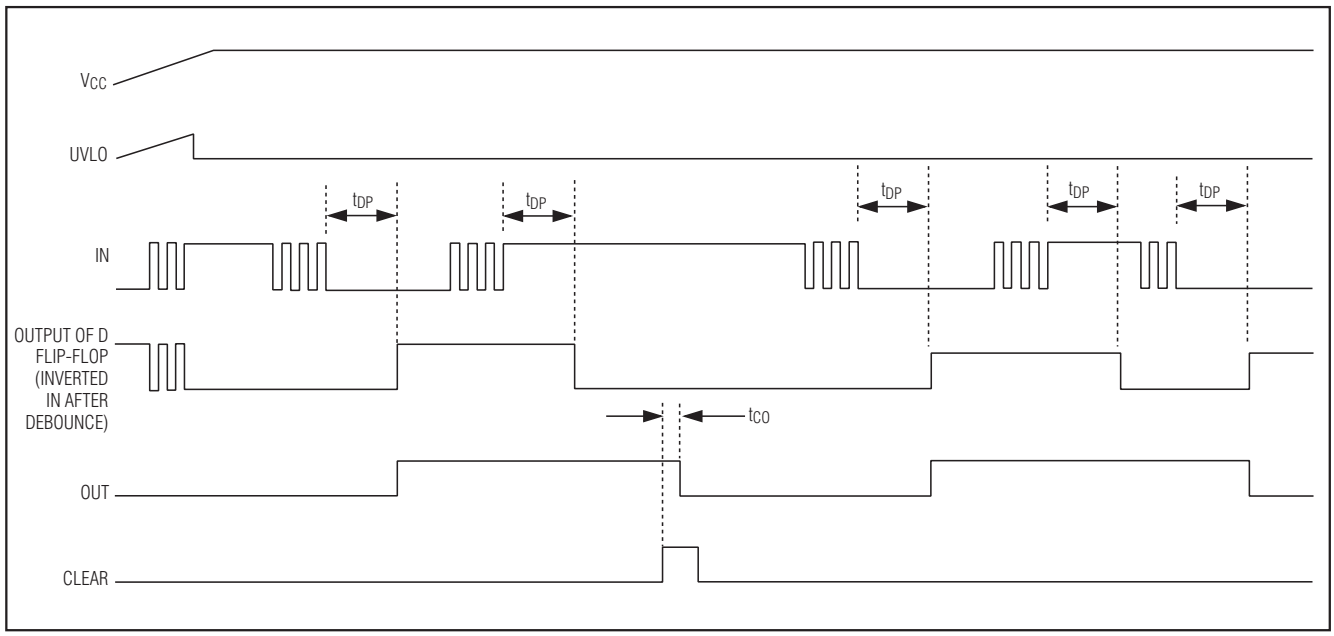

图1. MAX16054时序图
*功能框图*所示由片内振荡器、计数器、异或非门、D触发器和T (翻转)触发器组成的功能模块。当按键输入和内部去抖按钮状态(D触发器的Q输出)不一致时，XNOR门将发出一个计数器复位信号。如果开关输入在所要求的周期内保持稳定，计数器向D触发器提供时钟脉冲，改变内部按键状态。D触发器的Q输出连接至翻转触发器，当内部按键状态出现由高至低的变化时产生翻转，图1所示为开关打开和闭合时的典型去抖操作。